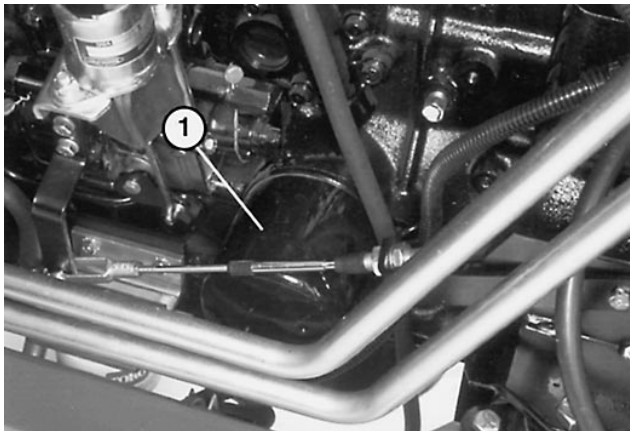

Afbeelding 36
3. Verwijder de aftapplug en laat de olie in de bak stromen. Verwijder en vervang de oliefilter (Afb. 36); raadpleeg de onderdelencatalogus voor het stuknummer. Smeer een laagje olie op de O-ring van de filter en draai de filter met de hand vast.